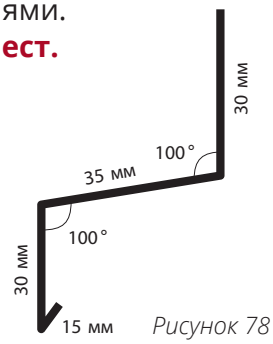
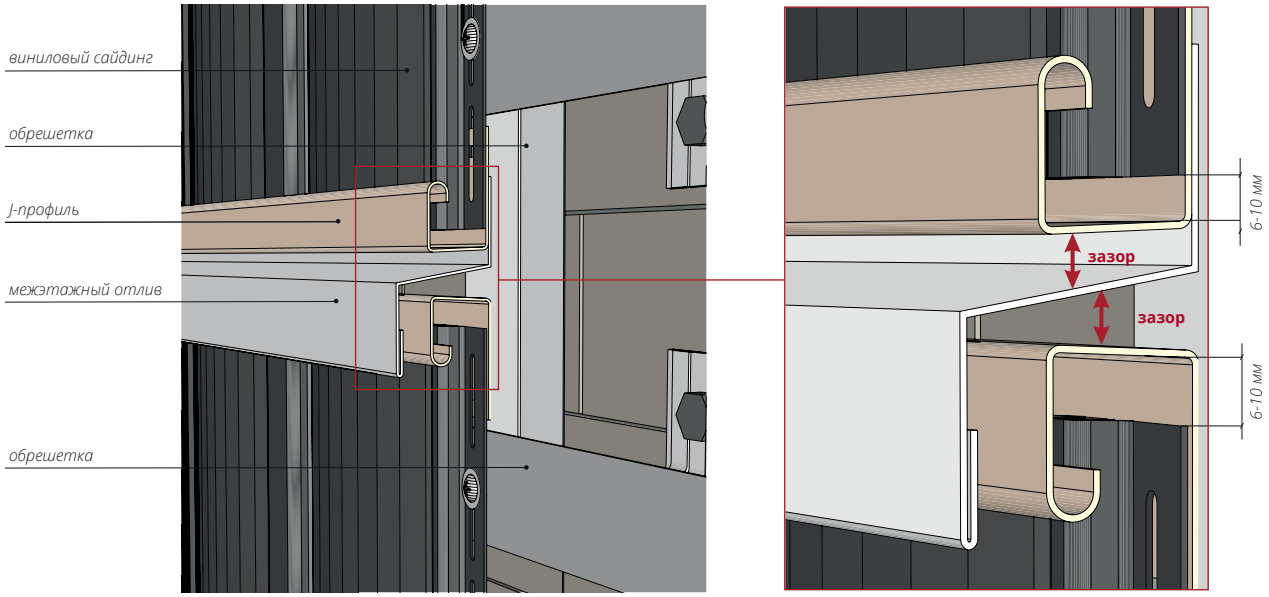

Рисунок 78
Рисунок 77
15.8 **Вариант 2.** Используя металлический отлив и два J-профиля (рис. 77). До установки верхнего J-профиля в нем необходимо высверлить небольшие отверстия с интервалом 400-500 мм в нижней полке, для отвода воды из J-профиля. Между J-профилями и отливом необходимо оставить зазор. На рис. 78 показан вариант чертежа отлива.